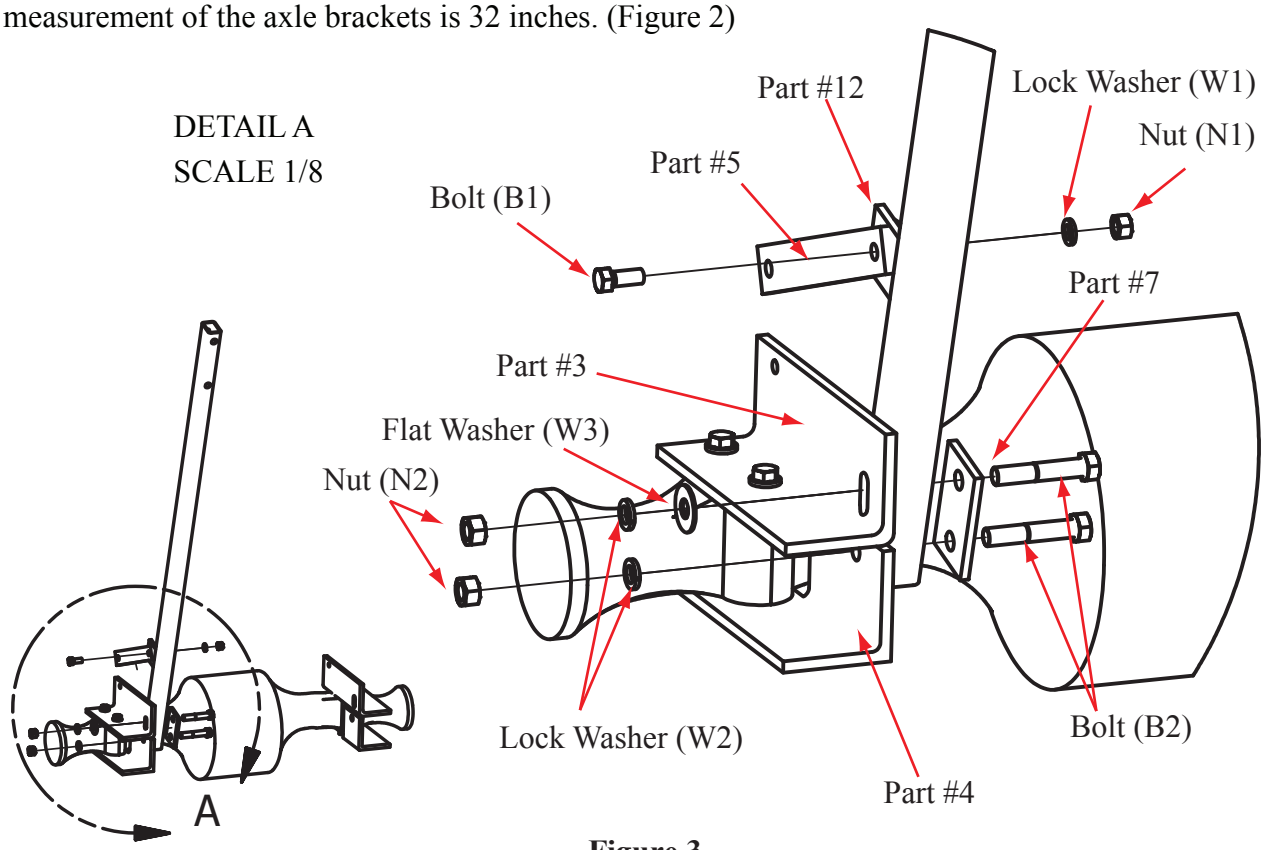

Figure 3
Step 5. Attach a vertical tube bolted brace (#5) to the vertical tube welded brace (#12) of the left vertical tube (#6L) using a bolt (B1), a lock washer (W1), and a nut (N1). Tighten to a snug fit. (Figure 3)
Step 6. Insert bolt (B2) through backing plate (#7), through the bottom holes of the left vertical tube (#6L), and through the hole on the bottom left axle bracket (#4). Secure with lock washer (W2) and nut (N2) to create a snug fit. The vertical tube welded brace (#12) [welded to part #6L] and bolted brace (#5) should be facing up and toward the axle bracket side as shown in Figure 3.
Step 7. Rotate the vertical tube (#6L) toward the front of the tractor. Insert bolt (B2) through backing plate (#7), the corresponding holes in the vertical tube (#6L), and the slotted opening in the left top axle bracket (#3). Slide the flat washer (W3) onto bolt (B2) and secure with lock washer (W2) and nut (N2) to create a snug fit. (Figure 3)